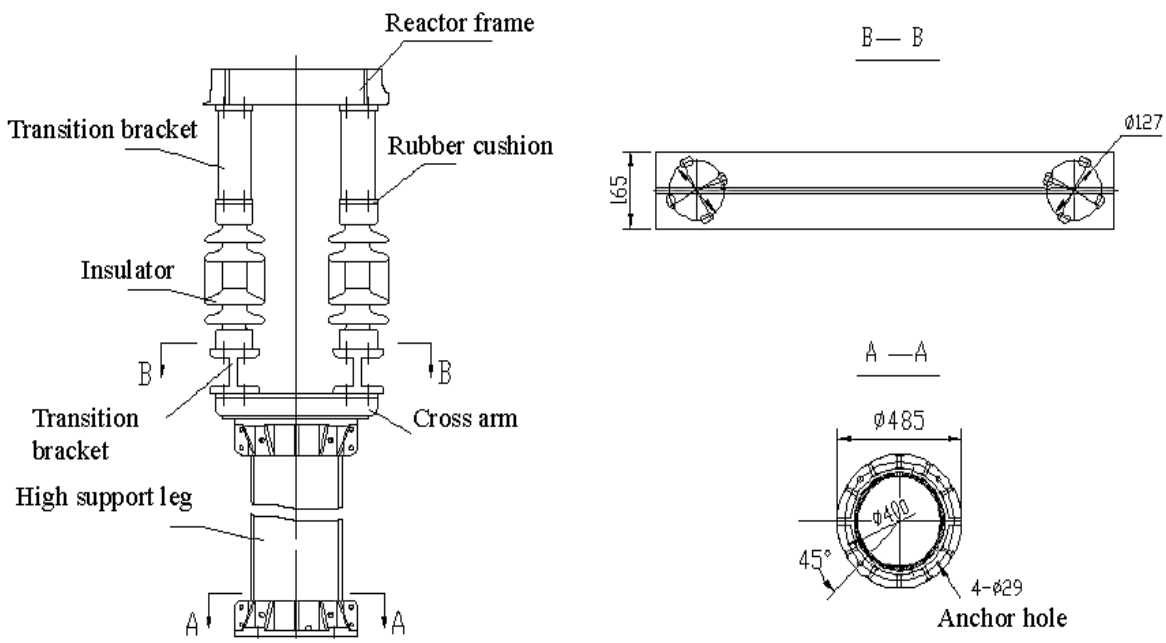

Figure 2: Support Structure with High Support Legs
14.2.2.4.1- The installed structure is as shown in **Figure 2**.